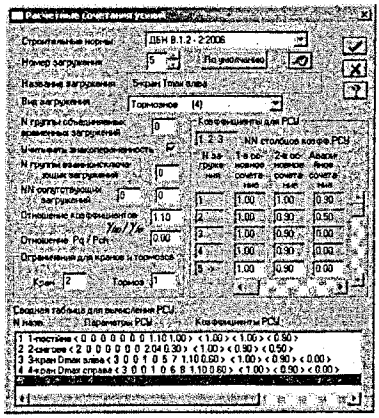

Рисунок 195
В діалоговому вікні **Расчетные сочетания усилий** в полі **Вид загружения** вибираємо **Тормозное (4)**, ставимо позначку ✓ напроти позиції **Учитывать знакопеременность**, а в полі **Отношение коэффициентов** γ_{fm}/γ_{fe} залишаємо 1.1 і натискаємо кнопку **Применить** (рис. 195).